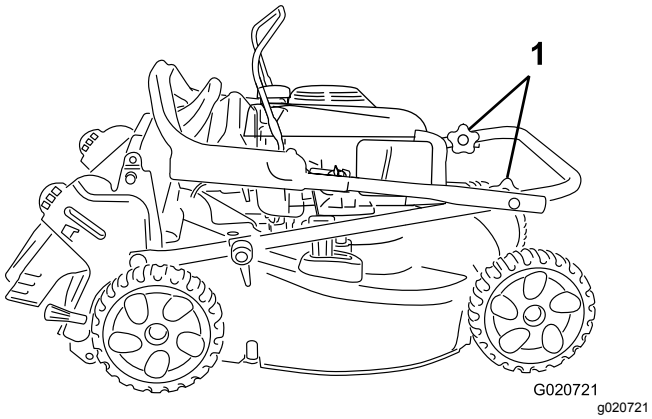

Figure 3
1. Desserrez les boutons du guidon (Figure 3).